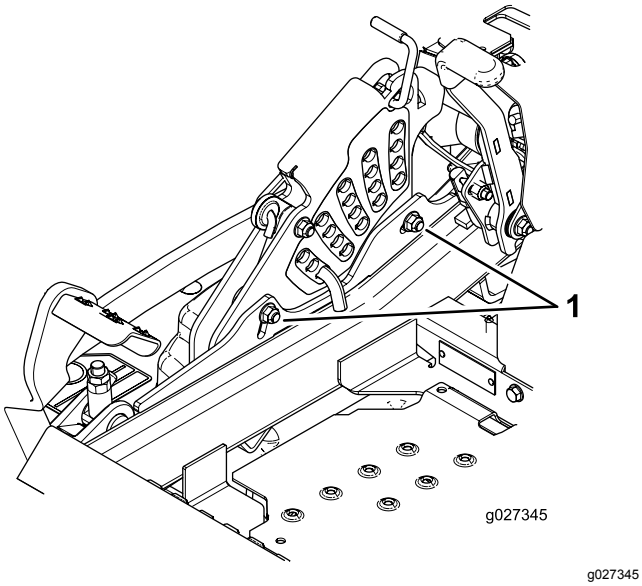

Figuur 96
12. Om het enkelpuntssysteem af te stellen, moet u de 2 bouten onderaan de maaihoogteplaat losdraaien (Figuur 96).